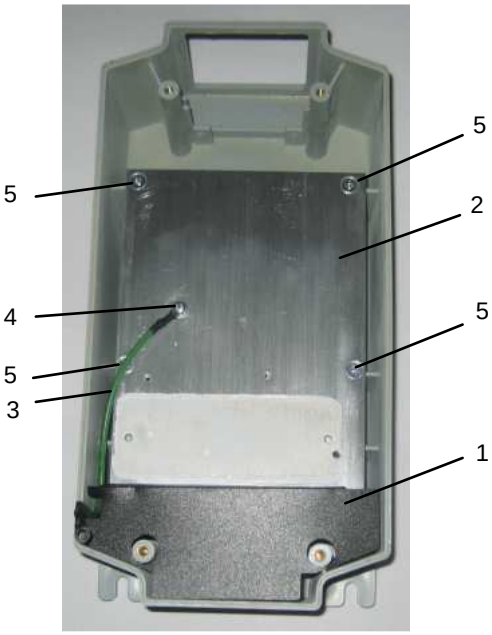

Рис. 6.12
6.6.1. Демонтировать изоляционную прокладку 1 (рис. 6.12), выкрутить винт 4 крепления провода заземления 2. Положить прокладку, провод заземления и винт в тару.
6.6.2. Выкрутить четыре винта 5 крепления радиатора к основанию корпуса (рис. 6.12), демонтировать радиатор (рис. 6.13), винты положить в тару.